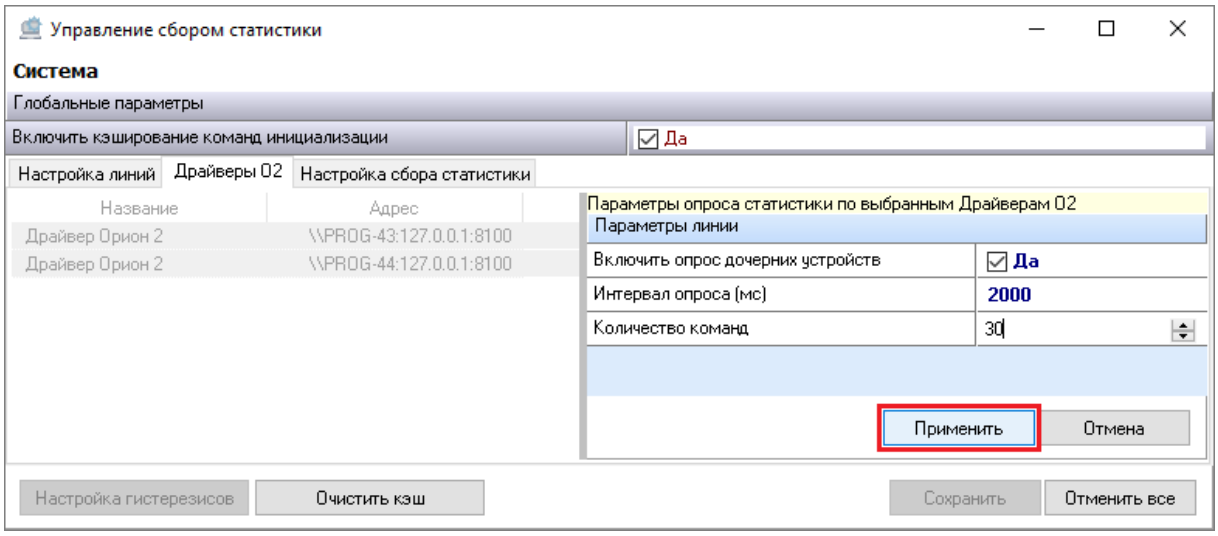

Рисунок 6-219 Применение параметров опроса статистики для выбранных Драйверов Орион 2
4) нажмите кнопку «Применить» (см. Рисунок 6-219).